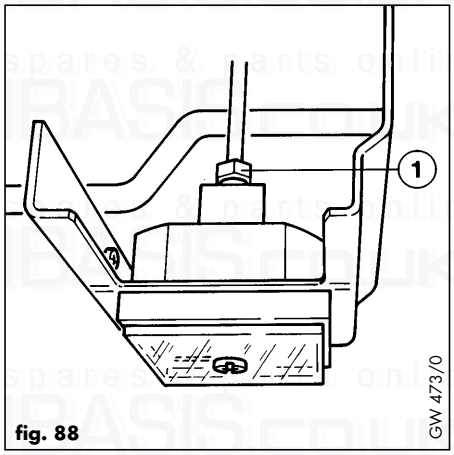

fig. 88
7.18 Replacement of pressure gauge (fig. 88)
- Undo union (1) at rear of pressure gauge, depress side springs on pressure gauge with a screwdriver and pull forward to remove.